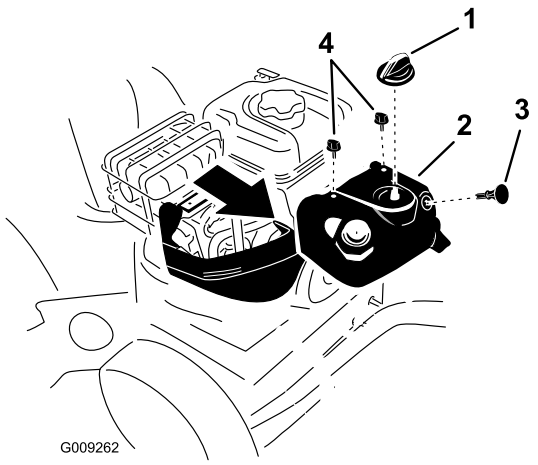

Figur 55
Merk: For å få tilgang til tennpluggen, må du først fjerne øvre snøpanser (Figur 55).
1. Ta ut chokeknotten og tenningsnøkkelen (Figur 55).
2. Fjern de to skruene som fester øvre snøpanser til snøfreseren (Figur 55).